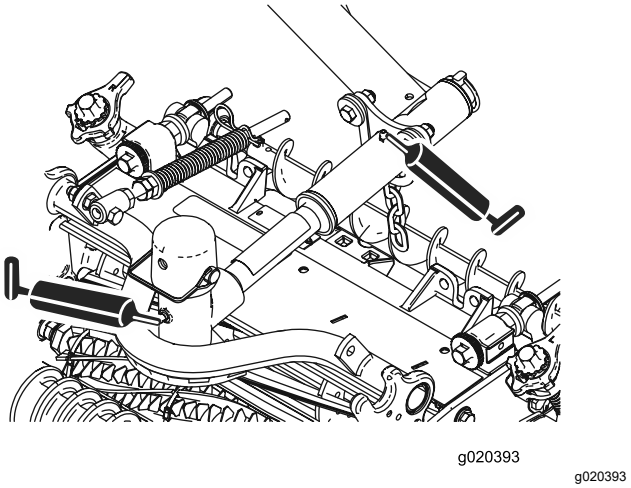

Figuur 51
- Draaipunten van maai-eenheden (2 elk); zie Figuur 51.